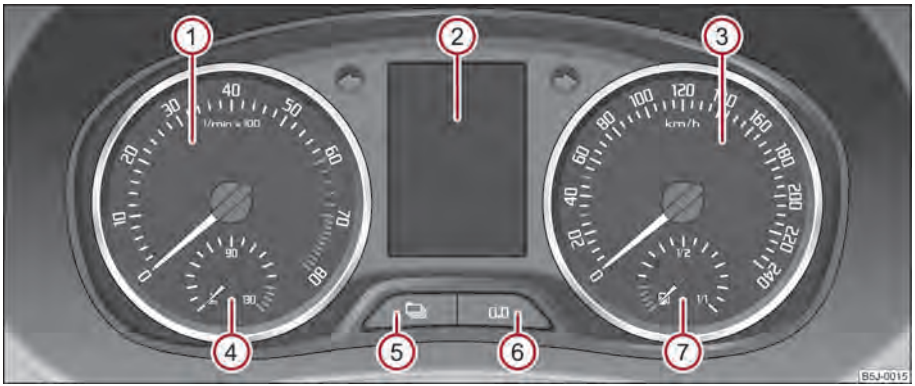

Fig. 2 Strumento combinato
Il settore rosso del contagiri ① ⇒ fig. 2 indica la fascia di regime in cui la centralina di gestione del motore inizia a limitare il numero di giri. La centralina di gestione del motore limita il numero di giri su un valore che impedisce rischi di danneggiamento.
L'indicatore di temperatura liquido di raffreddamento ④ ⇒ fig. 2 è operativo solo con accensione inserita.
L'indicatore di riserva carburante ⑦ ⇒ fig. 2 è attivo solo con accensione inserita.
Premendo il tasto di reset ⑥ ⇒ fig. 2 per circa 1 secondo viene azzerato il contachilometri parziale.